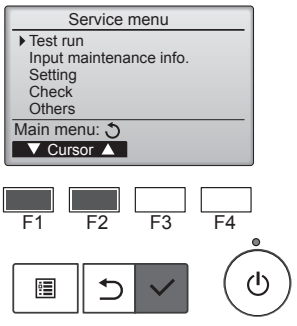

Rys. 7-1
① W menu serwisu wybrać pozycję "Test run" (Ruch próbny), a następnie nacisnąć przycisk [WYBIERZ]. (Rys. 7-1)